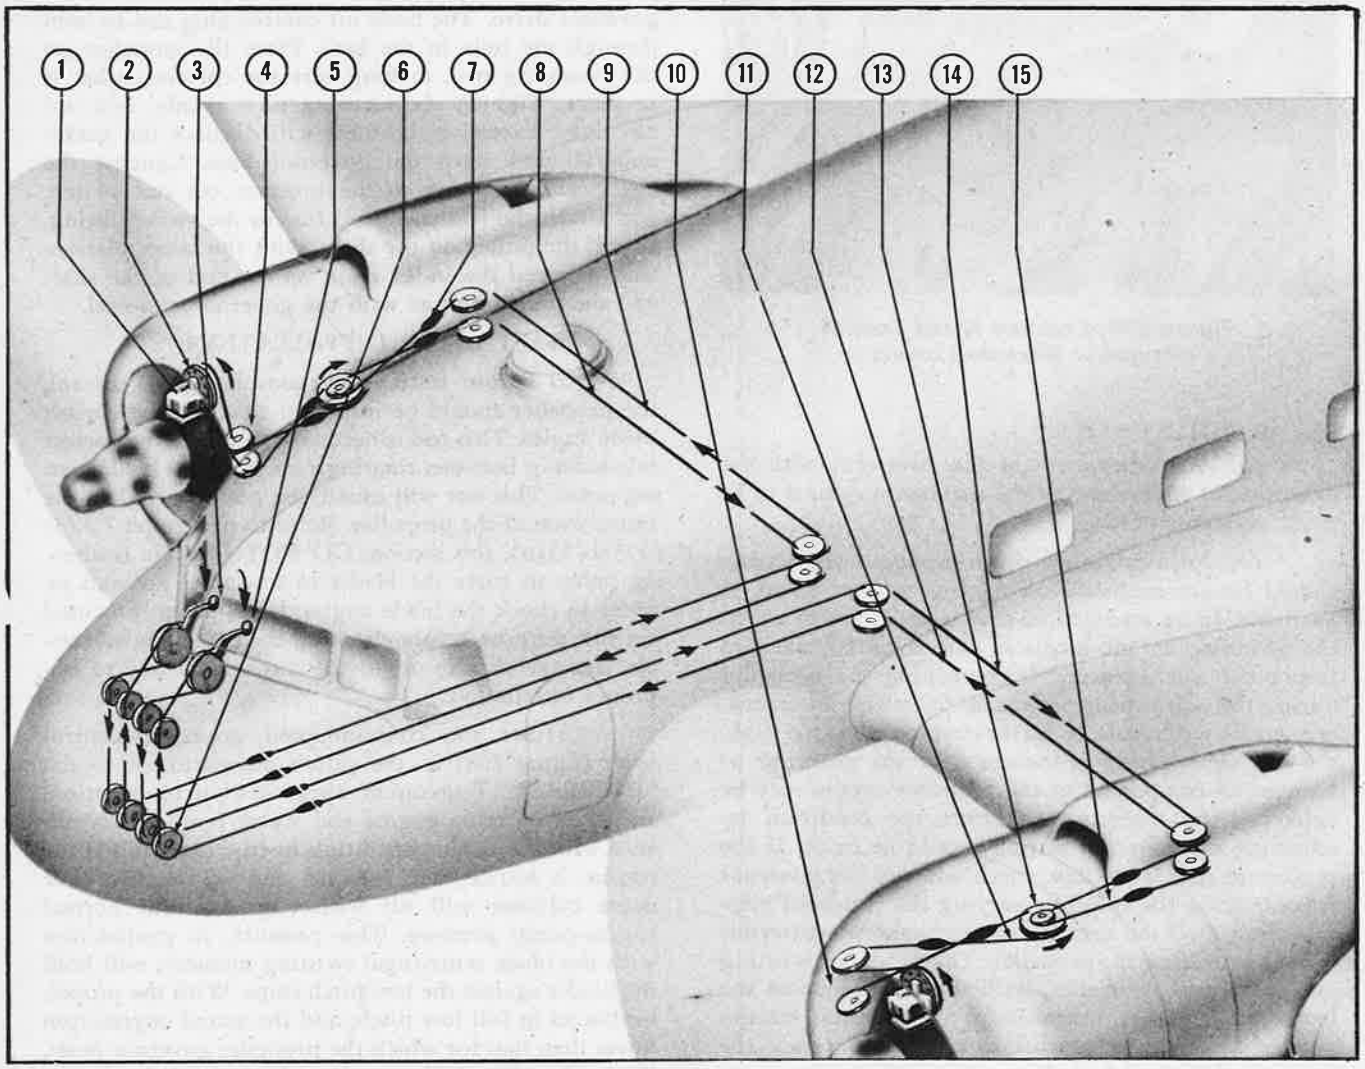

Figure 259—Linkage to Constant-Speed Control (Propeller Governor)
KEY TO FIGURE 259—Continued
(b) It should be clearly borne in mind that with the constant-speed control governing, only the engine "RPM" controls (propeller-governor controls) can regulate engine speed. These controls do not regulate blade pitch. The abbreviation "RPM" designates these controls and their extreme positions are marked as follows: the forward control position is "INCREASE," signifying high rpm or low pitch range; the aft control position is "DECREASE," signifying low rpm or constant-speed high-limit range. The control system incorporates pulleys and cables from the control pedestal (figure 259) to the applicable constant-speed control governor pulley. Refer also to paragraph 7.*c.* (1), this section.
(2) REMOVAL AND DISASSEMBLY.